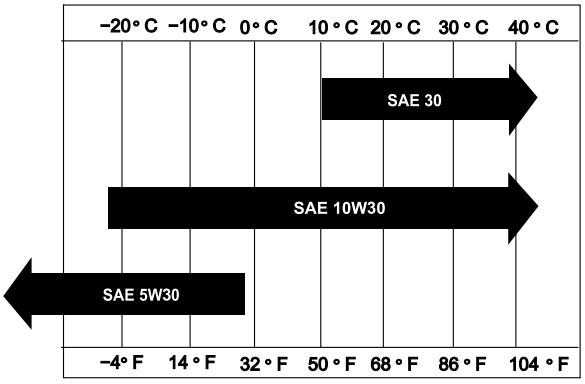

Figur 17
**Viskositet:** velg i henhold til omgivelsestemperatur. Se Figur 17.